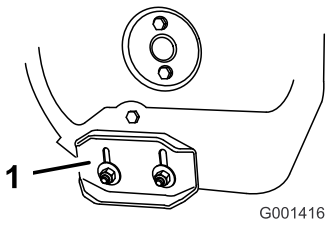

**Figur 42**
3. Lossa de muttrar som håller fast medarna på matarskruvens sidor, tills medarna enkelt kan flyttas upp och ned (Figur 42).